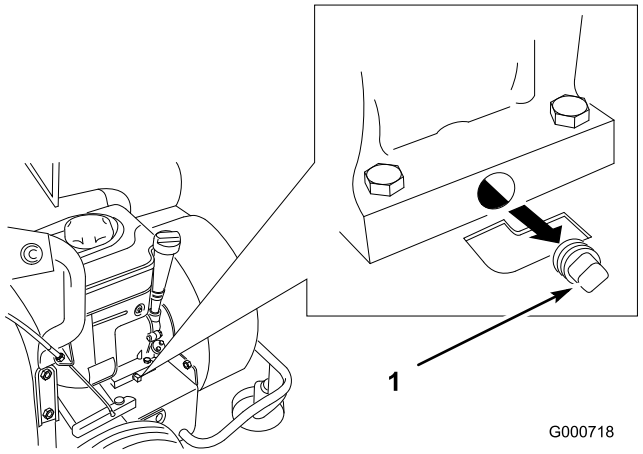

Figur 27
4. Rengör området runt avtappningspluggen (Figur 27).